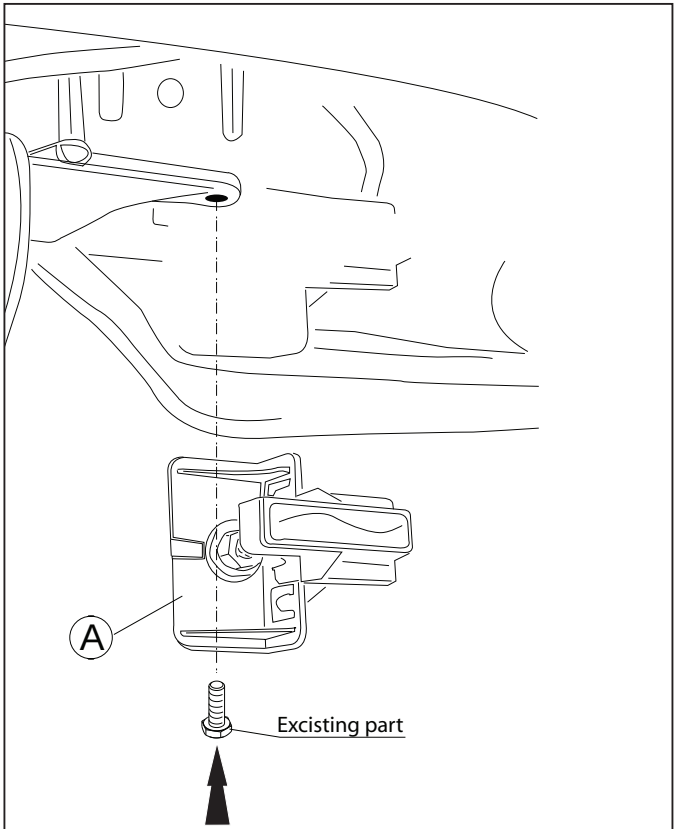

Fig. 2
9. Закрепите антенну на опоре B. и закрепить все детали. на заднем кронштейне для подвески выхлопной трубы.рисунок 2.